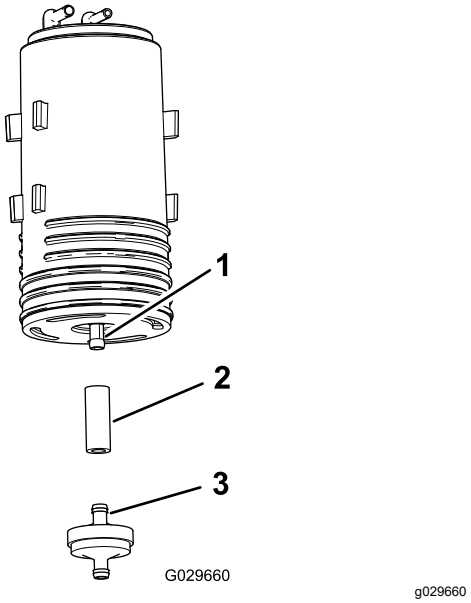

Figura 49
4. Retire el filtro del cartucho de carbón y la sección corta de manguera del acoplamiento inferior del cartucho de carbón antiguo (Figura 49).
5. Instale la manguera en el acoplamiento inferior del cartucho de carbón nuevo (Figura 49).
6. Introduzca el acoplamiento de un filtro del cartucho de carbón nuevo en la manguera (Figura 49).